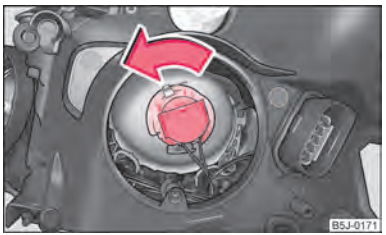

Fig. 159 Smontaggio della lampadina per anabbaglianti e abbaglianti / anabbaglianti
– Girare a sinistra il connettore con la lampadina fino all'arresto ⇒ fig. 159 ed estrarlo.